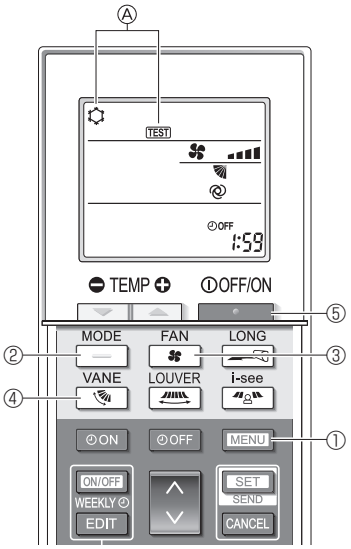

Fig. 8-5
2. Pulse el botón MENU ① durante 5 segundos. (Fig. 8-5)
En pantalla se visualiza Ⓐ [TEST] (PRUEBA) y el modo actual de funcionamiento. (Fig. 8-5)